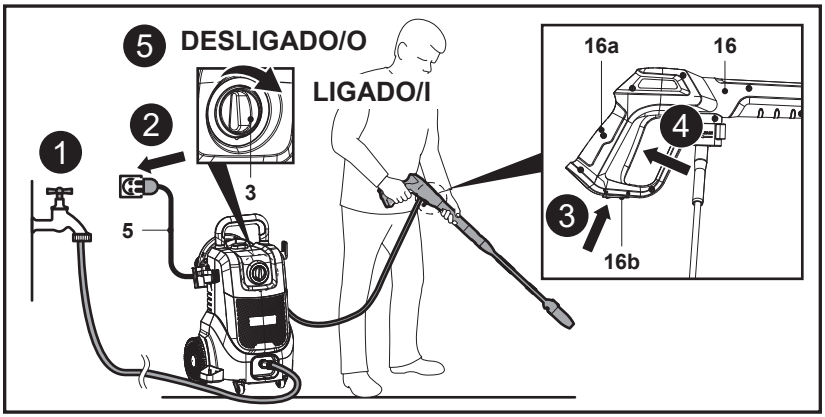

Fig. 19
1. Abra a torneira de água para permitir o fluxo de água para a bomba (Fig. 19, passo 1).
2. Ligue o cabo de alimentação (5) à fonte de alimentação, certificando-se de que o interruptor rotativo ligar / desligar (3) está na posição de desligado (Fig. 19, passo 2).
3. Puxe o bloqueio do gatilho (16b) na parte inferior da pistola de pulverização (16) para trás para desbloquear o gatilho da pistola de pulverização (16a) (Fig. 19, passo 3).
4. Aperte totalmente o gatilho (16a) até existir um fluxo constante de água para purgar o ar da máquina e da mangueira de fornecimento de água (Fig. 19, passo 4). Em seguida, solte o gatilho (16a) da pistola de pulverização.
5. Ligue a máquina rodando o interruptor rotativo ligar / desligar (3) para a posição **"I"** (Fig. 19, passo 5).